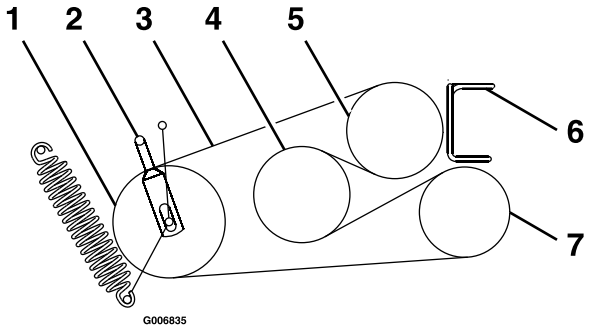

Figuur 57
6. Maak de riemgeleiders los: **A** en **B** (Figuur 57).
8. Plaats de nieuwe riemen op de poelies zoals in Figuur 57.